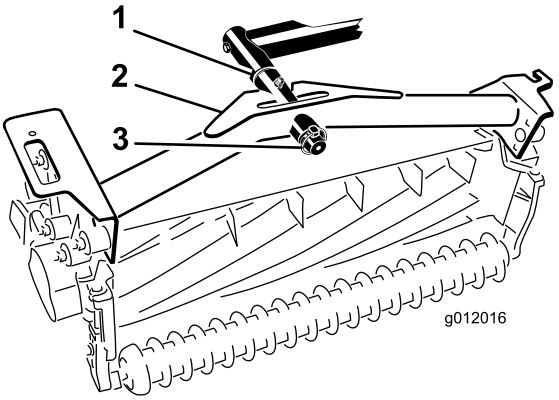

**Figur 20**
2. Skyv klippeenhetens bæreramme inn på dreiestangen og fest med en ringstift (Figur 20).